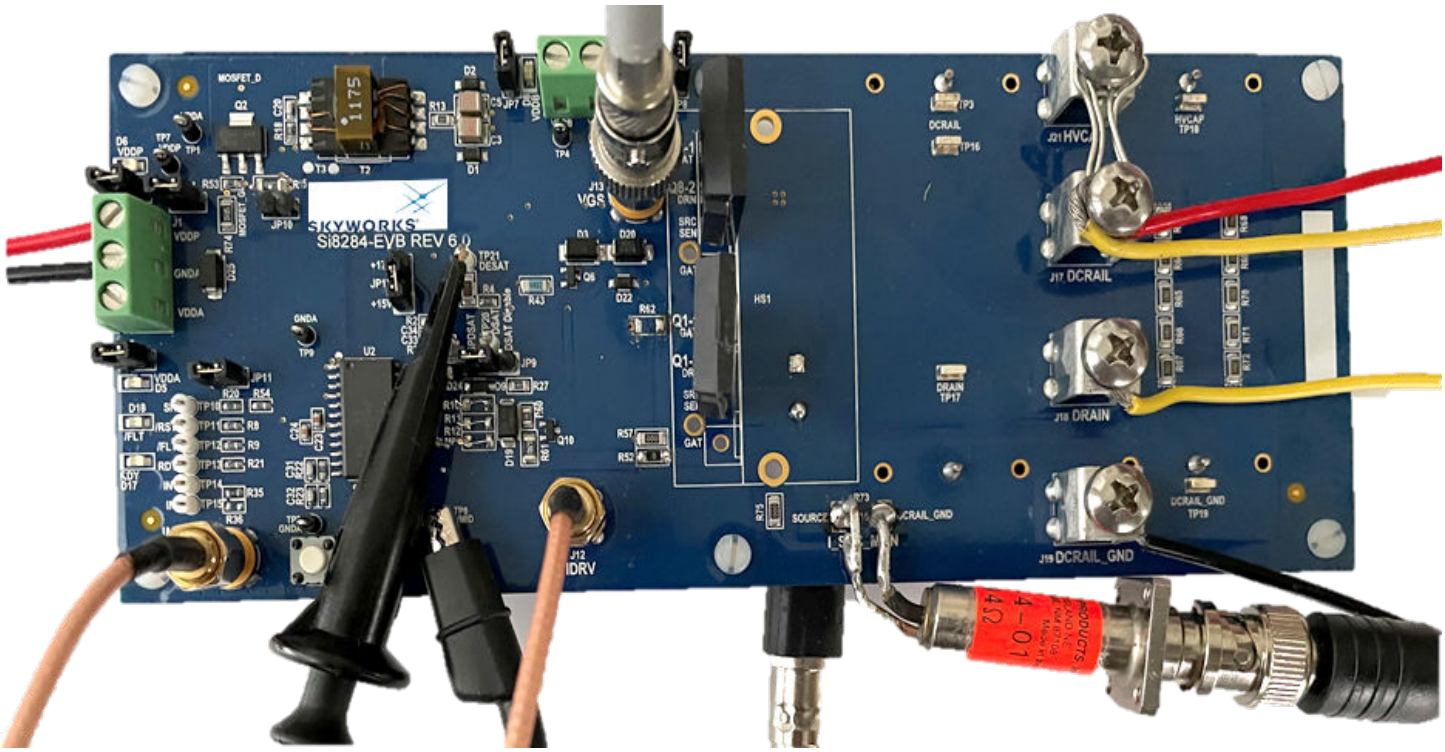

**Figure 2.8. Si8284v2-EVB Connection for Double Pulse Test**
3. R73 is a 5 mΩ resistor for monitoring source current. The resistor is in parallel with J15. If desired, remove resistor R73 to allow the current viewing port to be installed. Install a T&M Research Products SDN Series 2 Watt current viewing port at J15 if this has not already been done. T&M current sensor should be installed with the center leg connected to J15-SOURCE so that all scope probes reference to the same GND. To view the current waveform from the reversed T&M current sensor connection, the scope input should be set in reversed polarity so that the current signal appears in its proper polarity (see figure Figure 2.10 Typical Signal Traces During Double Pulse Test on page 16). As shown in Figure 2.8 Si8284v2-EVB Connection for Double Pulse Test on page 14, a current monitoring loop may be installed in lieu of the current viewing port, and a current probe clamp may be used to view the source node current.